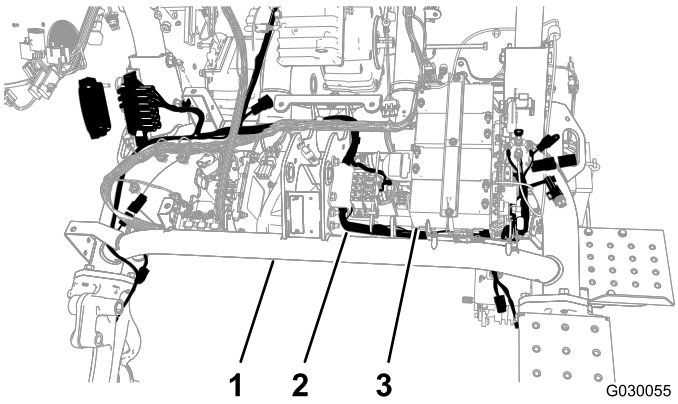

图4
4. 将线束布置在机架的主管道下和滚刀电池前（图4）。
5. 重新将新线束布置在电池板对面与左机架管之间的主管道下方（图4）。